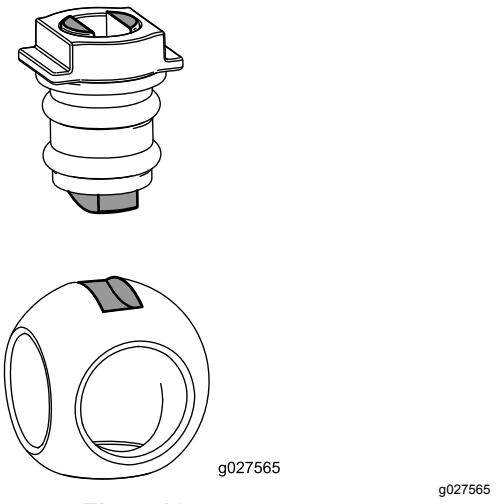

Figur 125
6. Sett kulen inn i ventilkroppen (Figur 125).
Merk: Ventilstammen skal passe i kuledrivhakket. Hvis ventilstammen ikke passer, må du bevege på kulen (Figur 125).